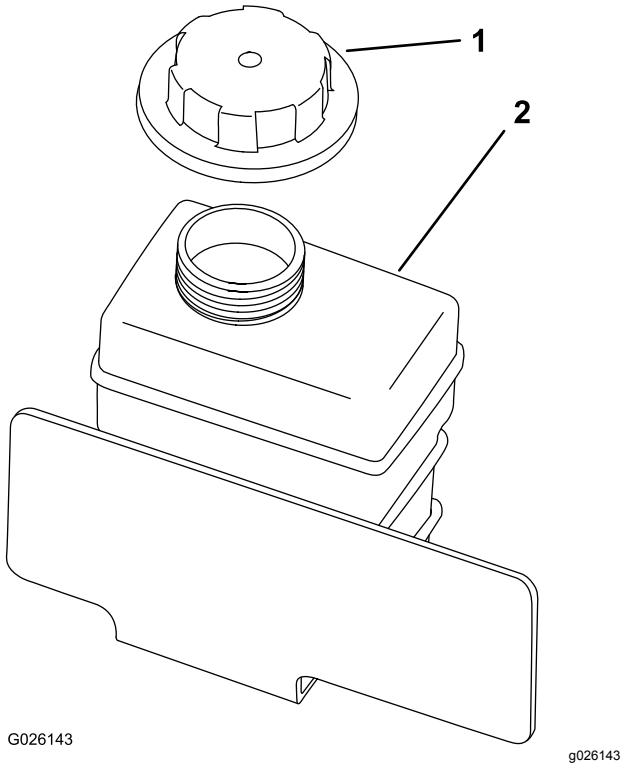

**Figur 51**
4. Kontroller kølervæskestanden i reservetanken (Figur 51).